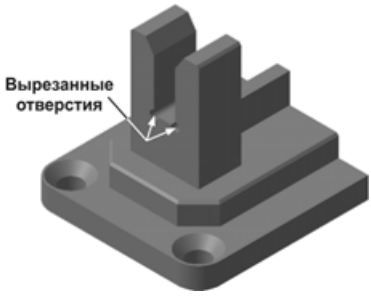

Рис. 5.99
- Выполните над новым эскизом операцию **Вырезать выдавливанием** в прямом направлении, типом **Через все** (рис. 5.99).